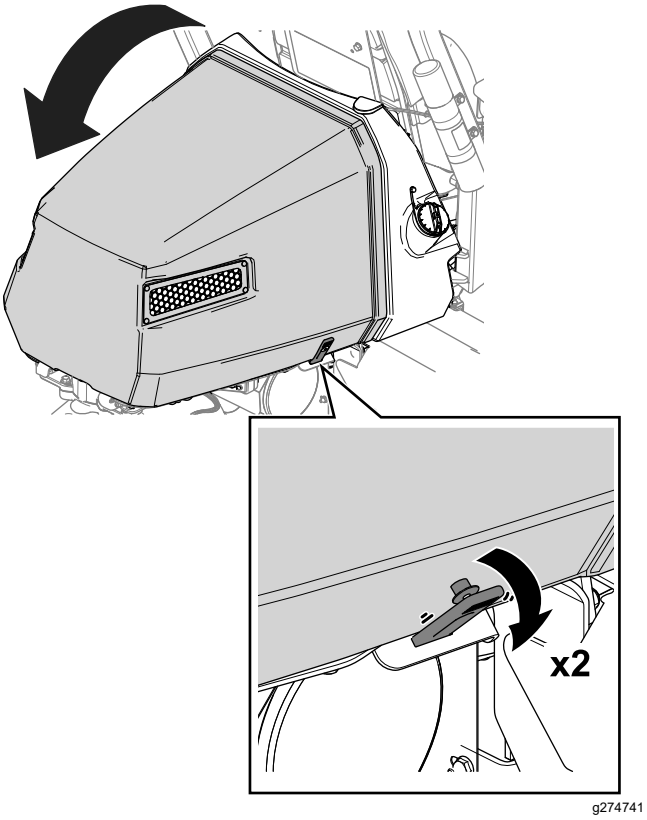

Figuur 40
1. Maak de banden los aan weerszijden van de motorkap (Figuur 40).
2. Til de motorkap op (Figuur 40).